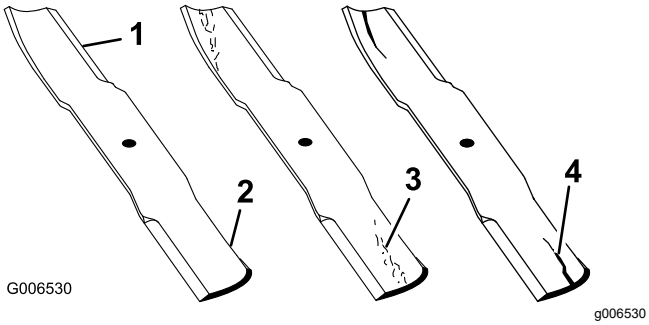

Figuur 73
1. Controleer de snijranden (Figuur 73).
4. Als u scheuren, slijtage of groefvorming in dit deel constateert, moet u direct een nieuw mes monteren (Figuur 73).